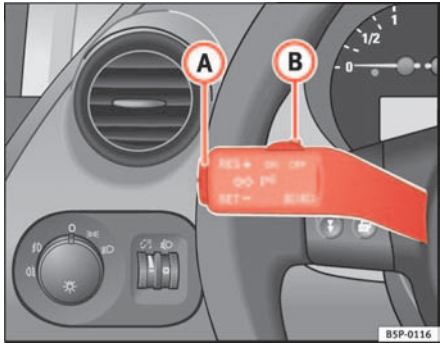

Fig. 144 Turn signal and main beam lever: switch and rocker switch for CCS
- when the lever (B) is moved in the direction of **OFF** without fully being inserted.
To resume the cruise control, release the brake or clutch pedal or reduce the vehicle speed to less than 180 km/h and press once on the upper part of the rocker switch **RES** ⇒ fig. 144 (A).